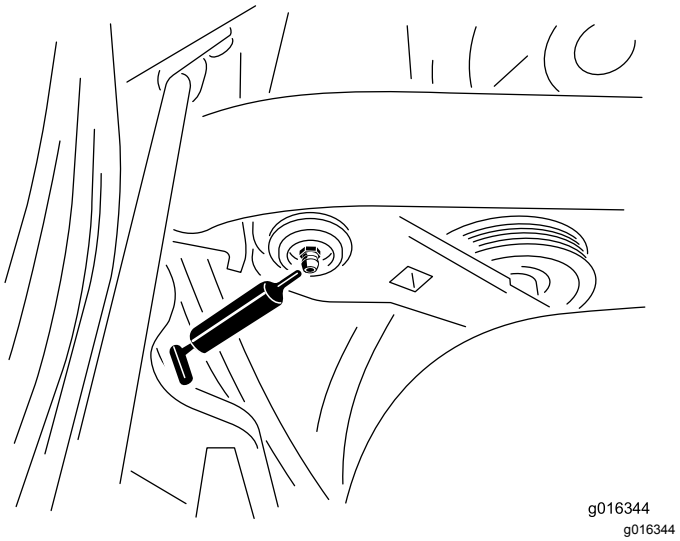

Figur 24
1. Torka av smörjnippeln så att främmande partiklar inte kan leta sig in i lagren eller bussningarna (Figur 24).